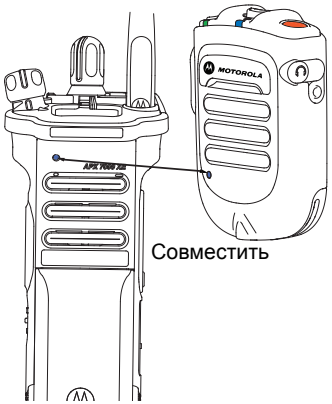

Рис. 2.10. Сопряжение WRSM
2. Разместите синюю точку (точка безопасного сопряжения) на WRSM на расстоянии 2,5 см от синей точки (точки безопасного сопряжения) радиостанции. См. Рис. 2.10.